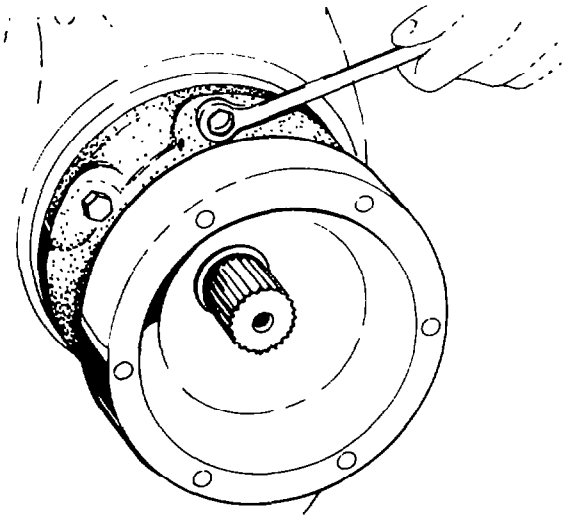

Fig. 271 — Removing Bevel Pinion Housing Bolts
k. Remove the bolts and lockwashers retaining the bevel pinion housing to the carrier housing (see fig. 271).